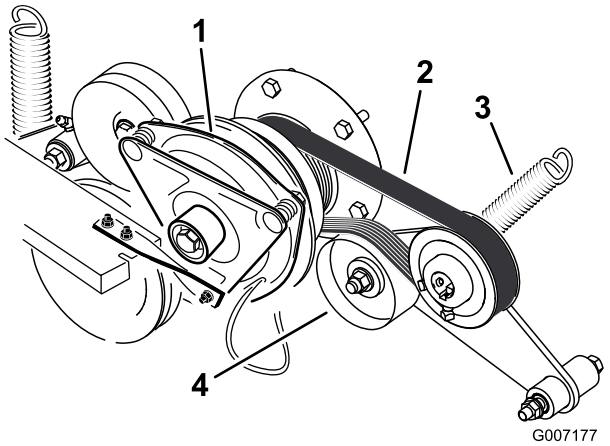

Figur 69
3. Fjern fjæren fra lederullarmen (Figur 69).
4. Legg den nye remmen rundt motorremskiven og hydropumpens remskive (Figur 69).
6. Monter fjæren på lederullarmen (Figur 69).